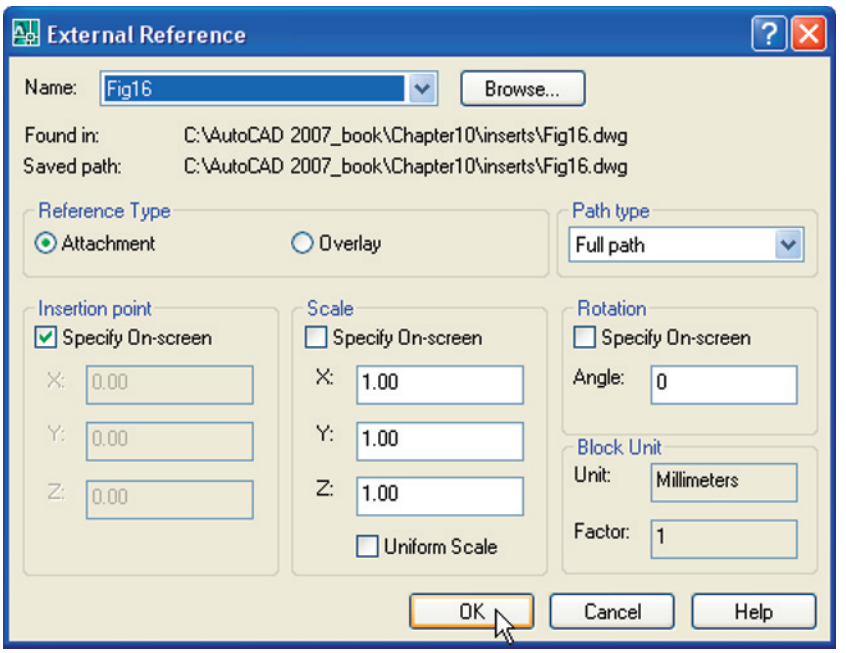

Fig. 10.14 The **External Reference** dialog
4. *Click* its **Attach** button and select **Attach DWG** from the popup list which appears when a *left-click* is held on the button. Select the drawing of a spindle (**Fig16.dwg**) from the **Select Reference File** dialog which appears followed by a *click* on the dialog's **Open** button. This brings up the **External Reference** dialog (Fig. 10.14) showing **Fig16** in its **Name** field. *Click* the dialog's **OK** button.